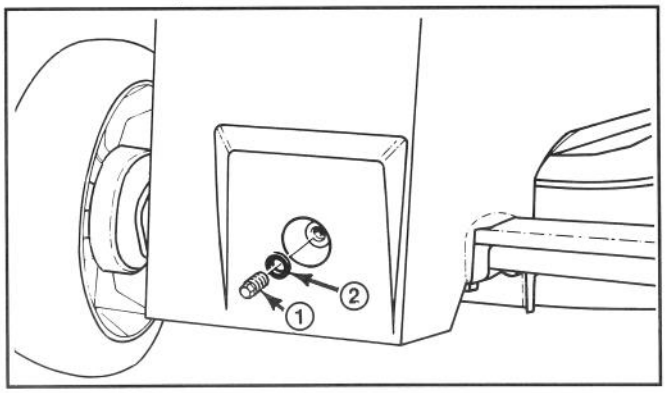

Afbeelding 29
5. Reik tussen het vlakke gedeelte en de tandwielkast en veeg het deel rond de plastic dop van de tandwielkast schoon (Afb. 29). Verwijder de dop en pakking van de tandwielkast en let op olie die eventueel uit de opening druipt. In dat geval de dop en de pakking snel terug aanbrengen omdat er dan voldoende olie is. Als er geen olie druipt moet er transmissie-olie toegevoegd worden: zie stap 6.